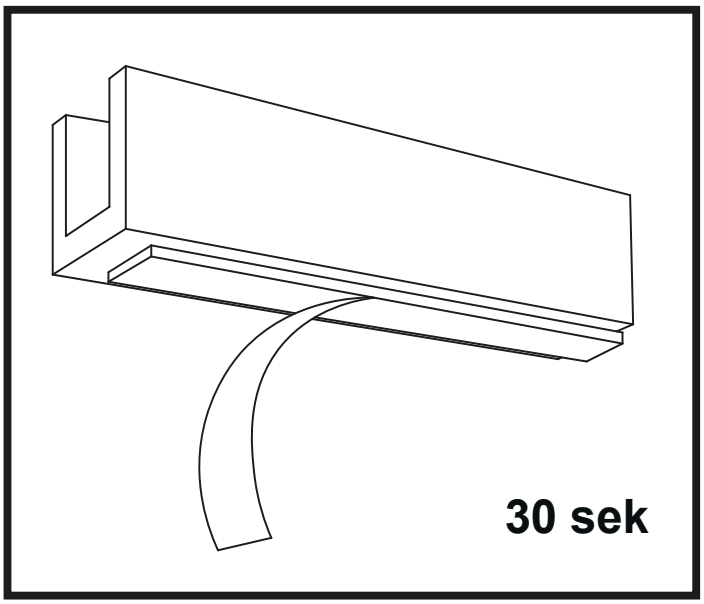

Abbildung 4
15. Entfernen Sie die Abdeckung vom doppelseitigen Klebeband auf der Leiste und legen Sie die Leiste an der markierten Stelle auf den Boden. Drücken Sie die Leiste fest an und halten Sie den Druck etwa 30 Sekunden lang aufrecht. (Abbildung 4)